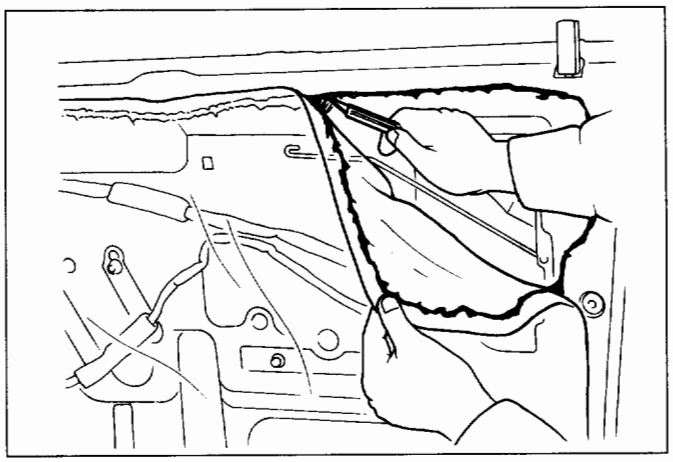

Fig. 10-51
3. **Waterproof sheet (Fig. 10-51)**